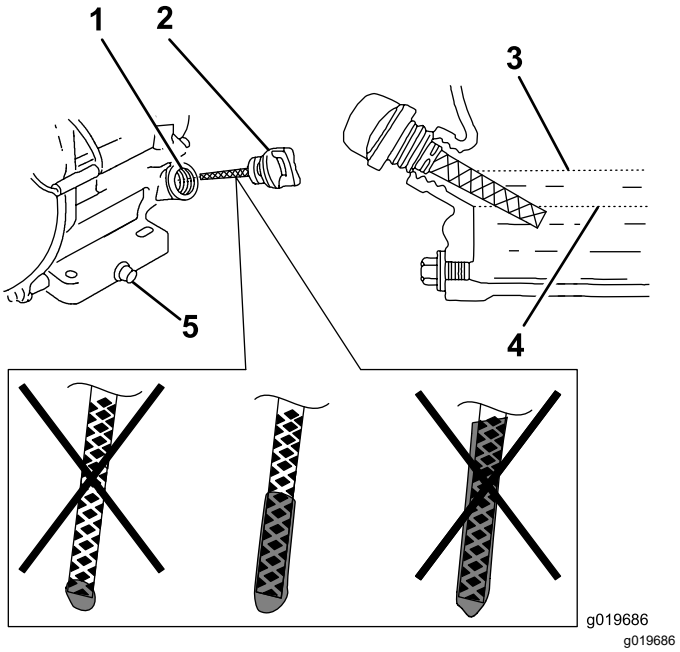

Rysunek 30
6. Wyjmij wskaźnik poziomu i sprawdź poziom oleju (Rysunek 30).